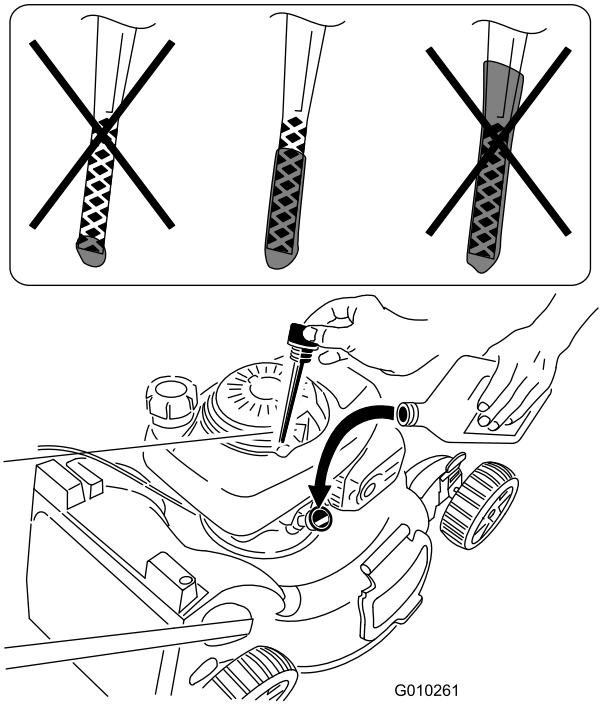

**Figur 5**
1. Ta bort oljestickan (Figur 5).
2. Häll **långsamt** olja i påfyllningsröret och kontrollera nivån med oljestickan med jämna mellanrum tills oljestickan visar att motorn är full, i enlighet med Figur 5. **Fyll inte på för mycket.** (Maximal påfyllning: 0,55 l, **typ: SAE 30 renad olja** med API-klassificering SH, SJ, SL eller högre.)